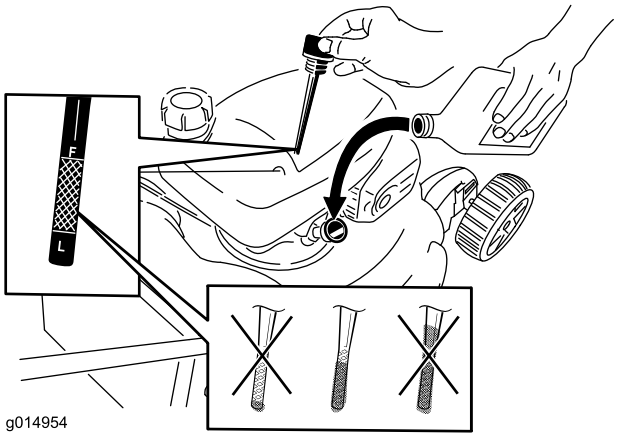

Bild 26
8. Füllen Sie das Öl **langsam** in den Einfüllstutzen ein, um den Ölstand auf die Marke **Voll** am Peilstab anzuheben.Bild 26 **Füllen Sie nicht zu viel ein.** (Max. Füllstand: 0,55 l, **Sorte: Waschaktives SAE 30-KFZ-Öl** mit der Klassifizierung SL, SM oder höher durch das American Petroleum Institute (API).) SAE 10W30 kann statt SAE 30 verwendet werden.